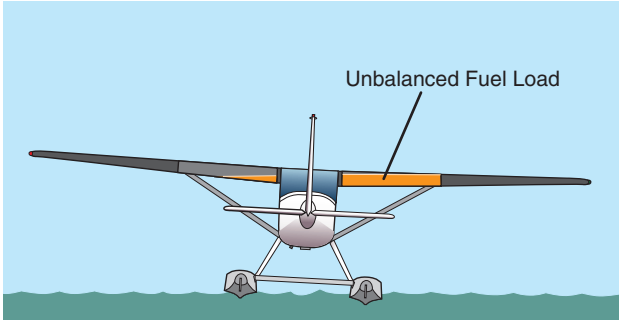

**Figure 5-1. The location of the CG can affect seaplane handling.**
Naturally, the location of the additional weight within the seaplane affects center of gravity (CG) location. Because of the way the floats respond to weight, the CG location affects the seaplane's handling characteristics on the water. If the CG is too far aft, it may be impossible to put the seaplane on the step. If the CG is located to one side of the centerline, one float will be pushed deeper into the water, resulting in more water drag on that side. Be sure to balance the fuel load between left and right wing tanks, and pay attention to how baggage or cargo is secured, so that the weight is distributed somewhat evenly from side to side. [Figure 5-1]